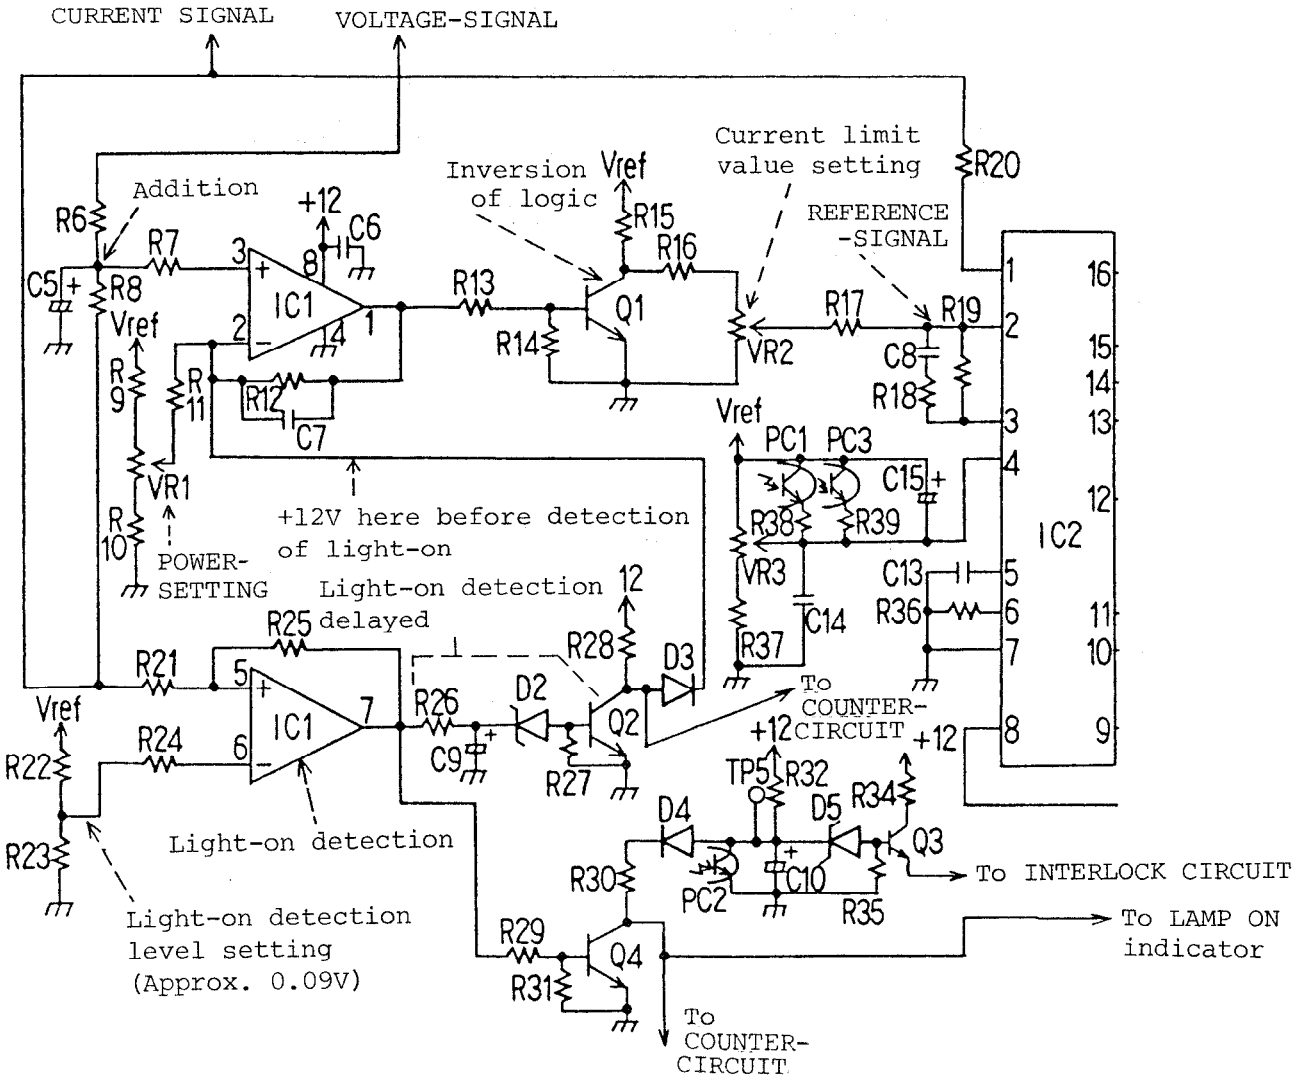

Fig. 11 Constant-power driver, constant-current driver and light-on detector
(15) Constant-current driver (PB2) (Fig. 11)
(16) Light-on detector (PB2) (Fig. 11)